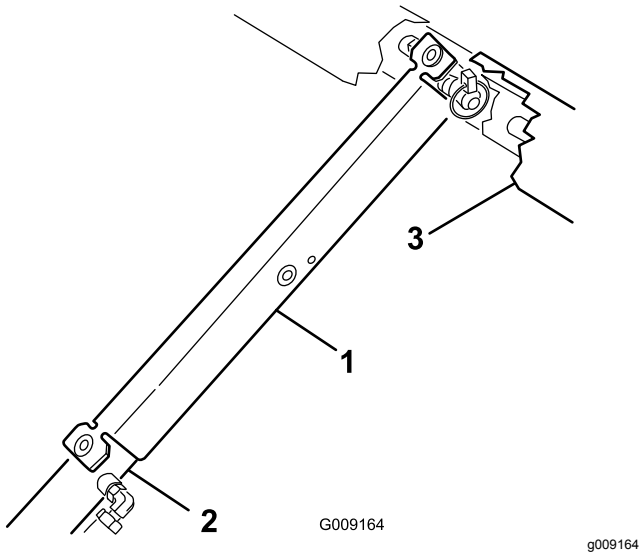

Figur 43
8. Skub ladstøtten ned over cylinderstangen, og sørg for, at tapperne på støtteenden hviler på enden af cylinderløbet og cylinderstangenden (Figur 43).